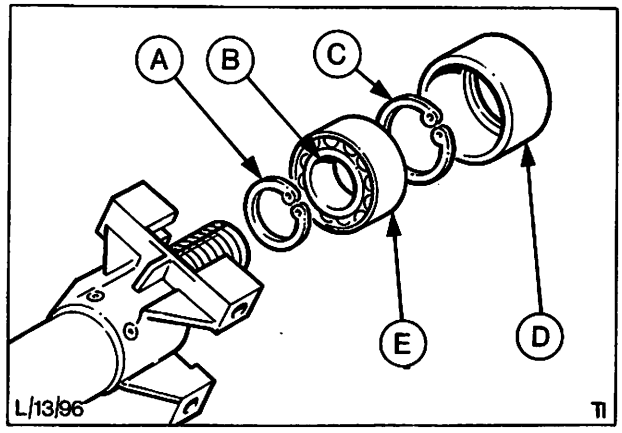

Abb. 18 Anordnung des oberen Lagers
19. Wenn vorhanden, unteren Sprengring des oberen Lagers einsetzen, siehe Abb. 18.